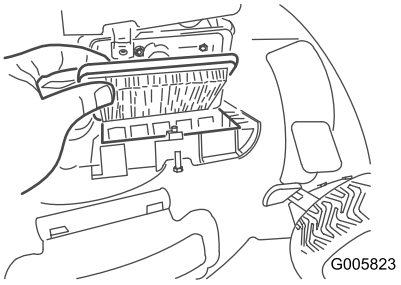

Bild 25
2. Tauschen Sie den Luftfilter aus (Bild 25).